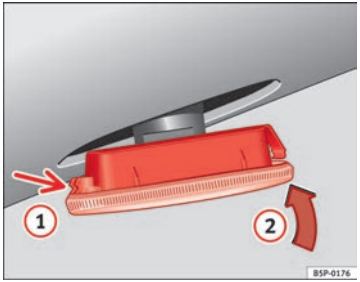

Fig. 177 Side turn signals
- First fit the turn signal in the opening in the chassis, fastening the tabs (1) ⇒ Fig. 177, and then fit in the bulb as shown by the arrow (2) ⇒ Fig. 177. ■